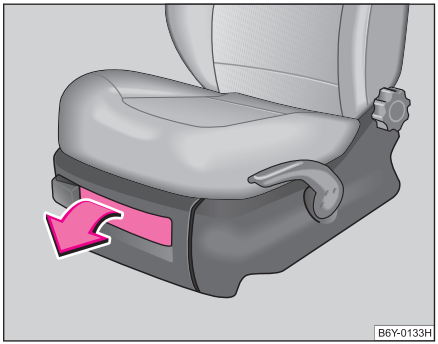

Fig. 78 Scaun faţă: Compartimentul de depozitare
– Pentru deschiderea capacului, apăsaţi pe încuietoare şi trageţi capacul ⇒ fig. 78.